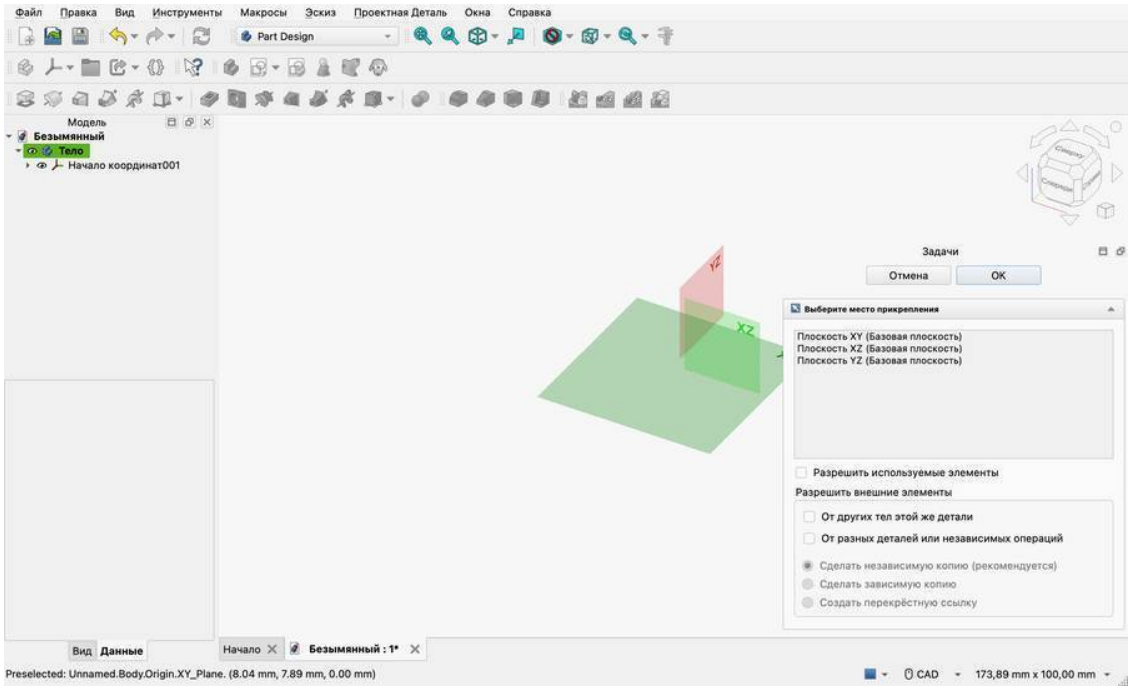

Рис. 3.3 — Выбор плоскости эскиза: курсор стоит над плоскостью XY
2. Панель «Задачи» просит: «Выберите место прикрепления», а в 3D-виде появились три цветные плоскости (рис. 3.3). Наведите курсор на нижнюю, горизонтальную: она станет крупнее, а в строке состояния появится …XY_Plane. Щёлкните по ней. Если попасть трудно, щёлкните строку «Плоскость XY (Базовая плоскость)» в списке и нажмите «OK».